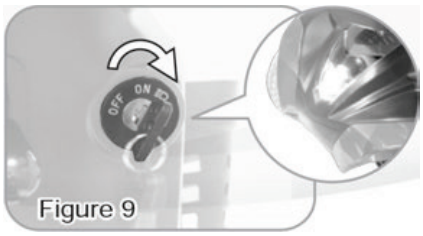

Figure 9
- » By turning the key to [≡D] to turn on the head light. (Figure 9)